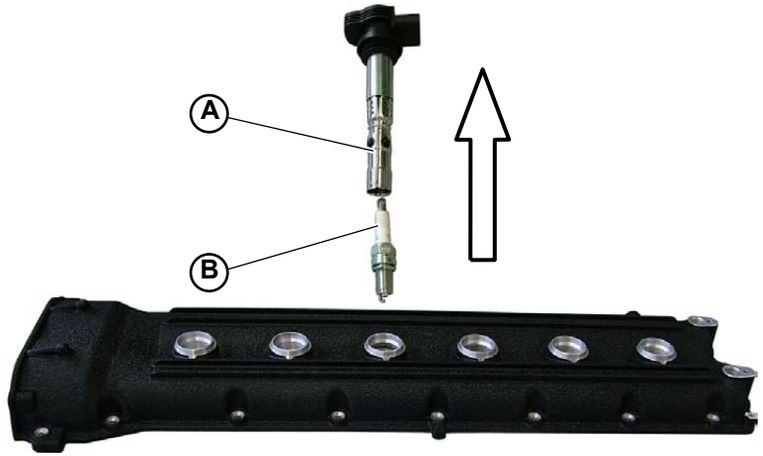

Fig.1
1. Remove its coil (**A-Fig.1**).
2. Unscrew the spark plug (**B-Fig.1**) and remove it.